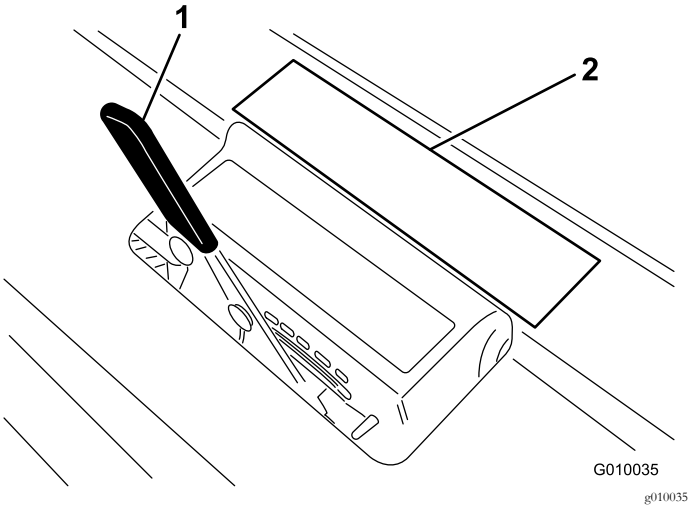

Figur 27
3. Lägg luftarpinnen på dekalen för luftarpinnsdjup (Figur 27) med en ände i höjd med det önskade luftningsdjupet (se luftarpinnsillustrationen på dekalen).